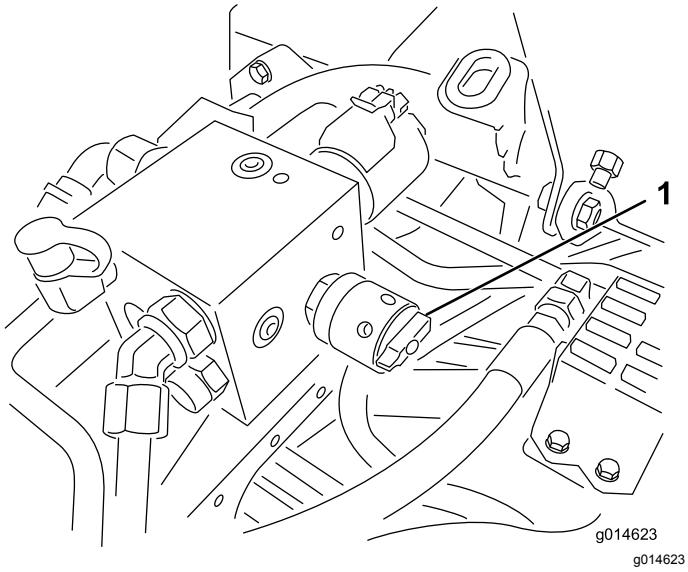

Figur 50
6. Drei spolehastighetskontrollen til innstilling 1 (Figur 50).